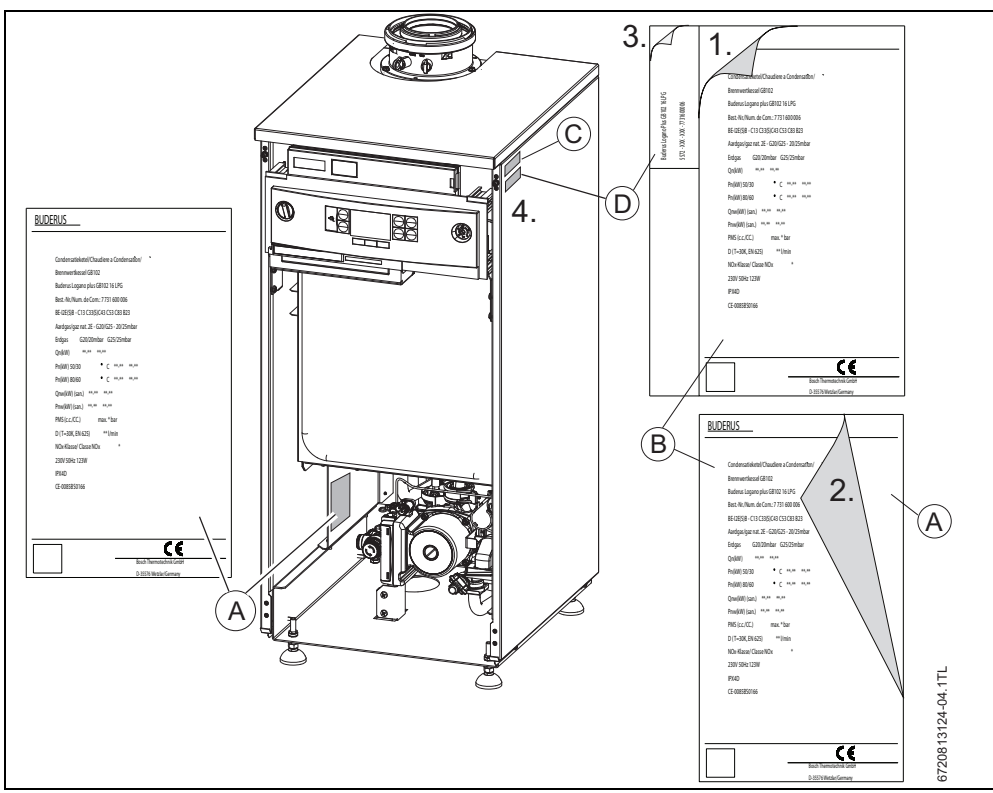

Bild 5 Aufkleberpositionen
4. Neuen Aufkleber [D] unter den Originalaufkleber [C] auf der rechten Seitenwand oben vorn aufkleben. Siehe dazu Abb. 5. Rest des Aufklebers entsorgen.